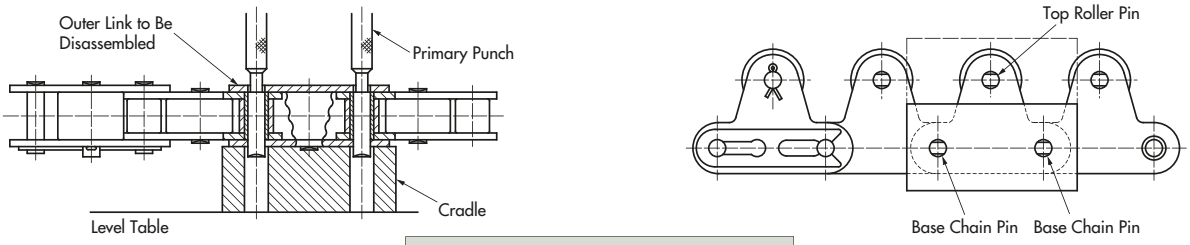

Figure 15: Removing Base Chain Pins
3) Turn the chain side that was grounded by the grinder upward and set the chain on a cradle, as shown in Figure 15. Prepare a cradle yourself as appropriate. To remove the three pins including the top roller pin at the same time, prepare a cradle integrating the part shown by the phantom line.
4) Tap the primary punch (or its equivalent) with a hammer until the two (three) pins are removed from the outer plate (up to the position shown in Figure 15.)